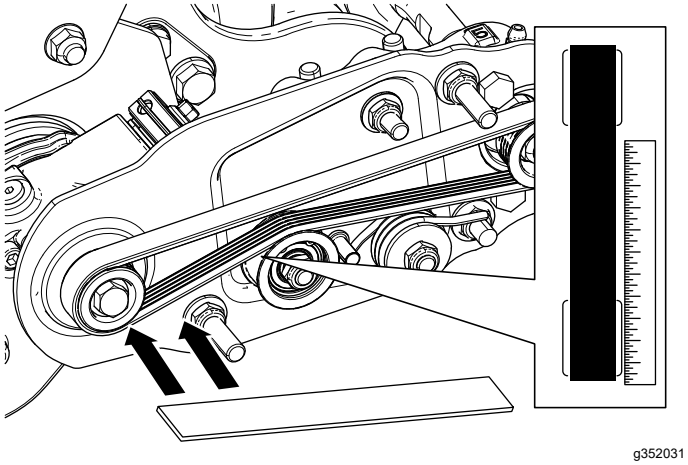

Bild 18
- Legen Sie ein Lineal entlang der Außenseite der **Antriebsscheibe** (Bild 18). Legen Sie das Lineal **nicht** über die Antriebsscheibe und die Antriebsriemenscheiben.